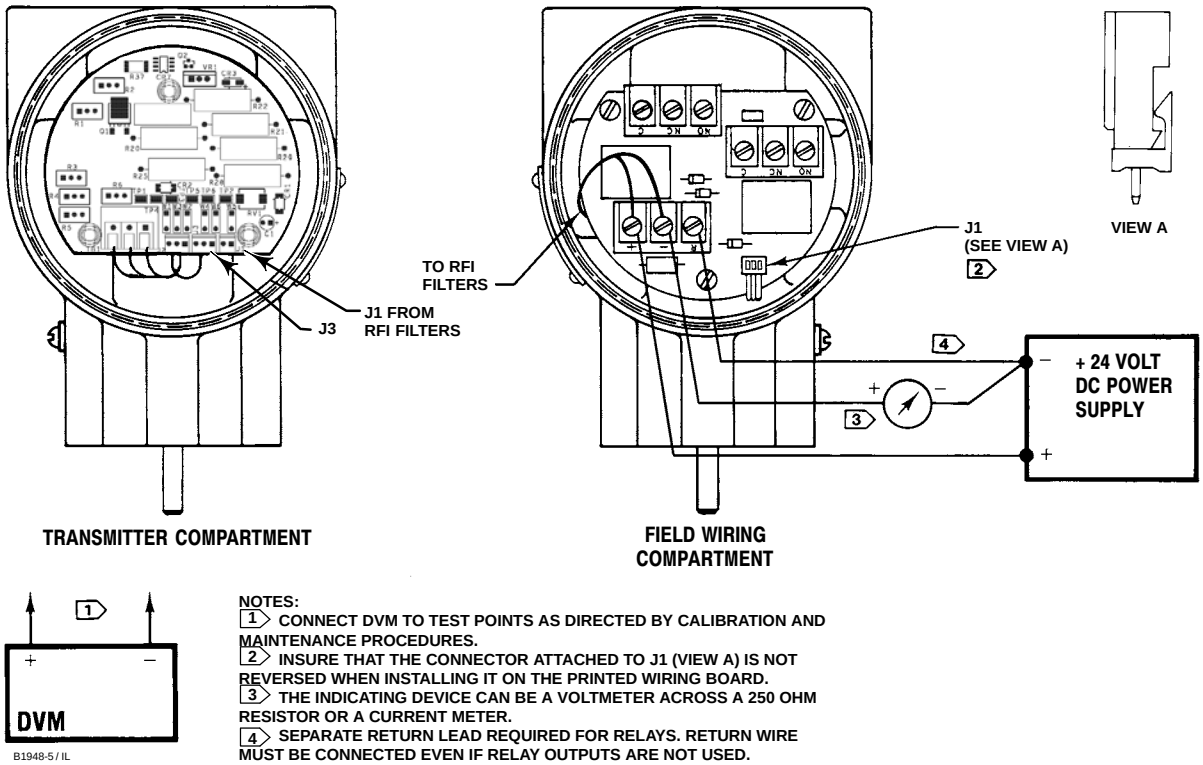

Figure 8. Calibration and Bench Check Test Setup
During calibration set up the transmitter as shown in figure 8. Except for 4211 and 4221 transmitters, the field circuit printed wiring board is used. A 4211 or 4221 transmitter uses a barrier strip (key 11, figure 4) mounted in the field wiring compartment for field wiring connections. For calibration and bench check of the 4211 or 4221 transmitter, make connections to the barrier strip (key 11).
For a 4211 or 4221 transmitter without position switches, use a two wire system with the indicating device installed as shown in figure 8.
2. Connect the transmitter as shown in figure 8.